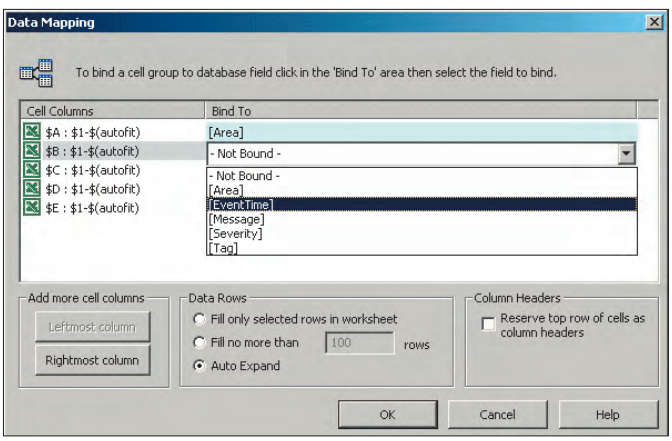

Рис. 21. Выбор полей базы для столбцов отчёта
11. Для связи столбцов Excel с полями базы данных щёлкните левой клавишей в области **Bind to** на строке и выберите необходимый параметр из выпадающего списка, как показано на рис. 21. Затем установите флажок **Reserve top row of cells as column headers** (Зарезервировать верхнюю строку под заголовок) и нажмите кнопку **OK**.